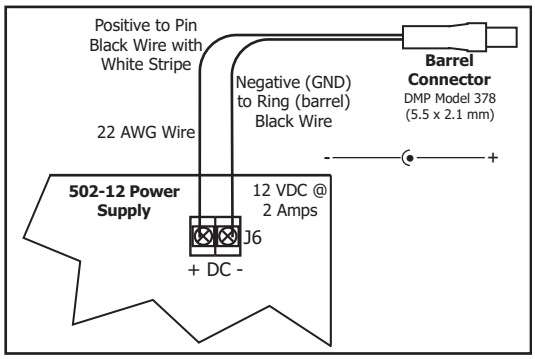

Figure 4: Power Supply Connection
5. Plug the Model 378 barrel connector into the J2 barrel jack at the side of the 1118 cover. See Figure 4.
8. Plug the barrel connector into the J2 barrel jack at the side of the 1118 cover. See Figure 4.